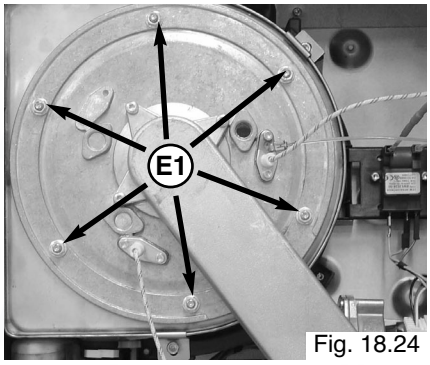

Fig. 18.24
7. Unscrew the 6 nuts "**E1**" on the combustion chamber (Fig. 18.24);